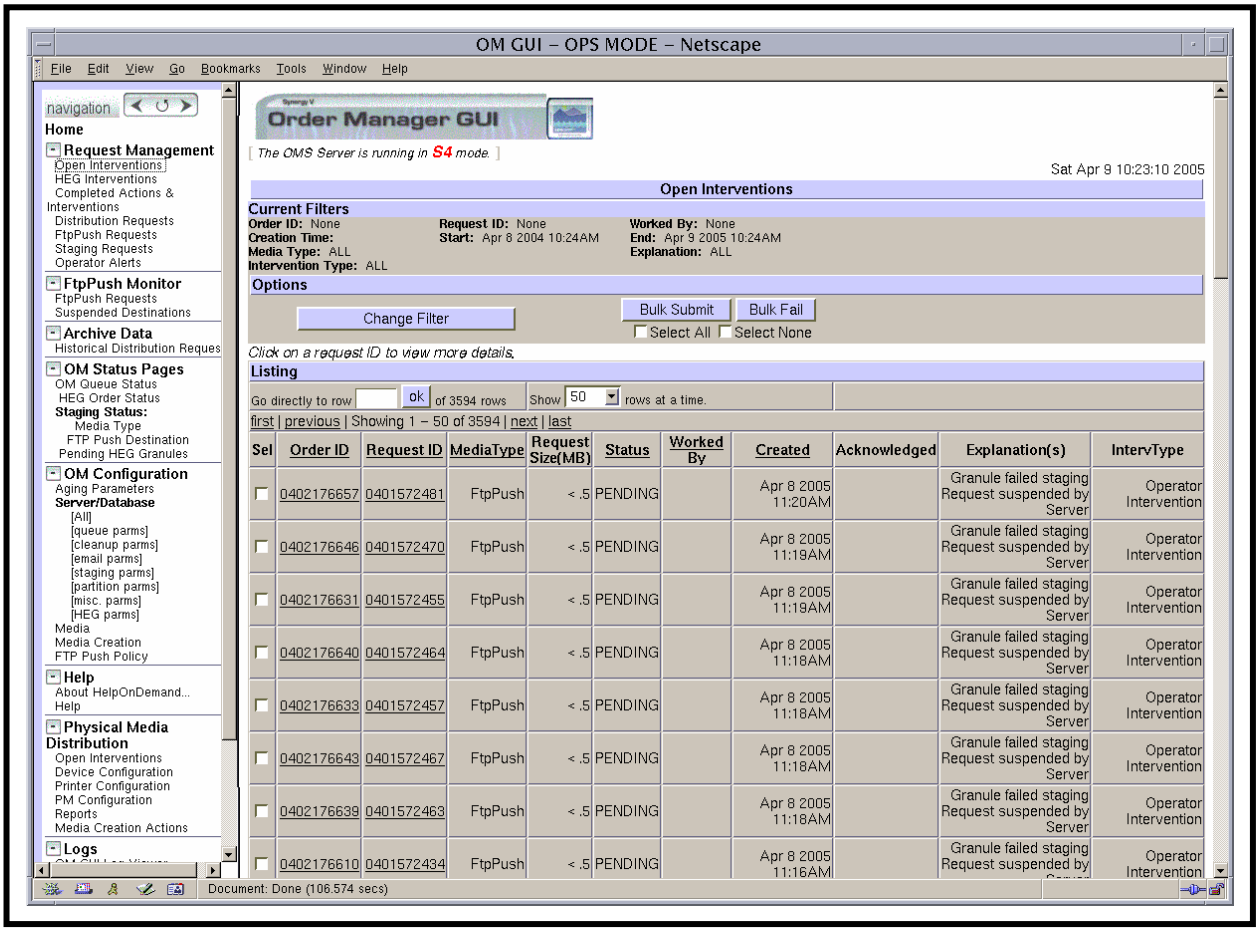

Figure 20. Open Interventions Page
The **Open Interventions** page (Figure 20) provides the full-capability operator with a means of viewing and responding to open interventions. (The limited-capability operator can view but cannot work on (respond to) open interventions.)
- The **Open Interventions** page (Figure 20) is displayed.